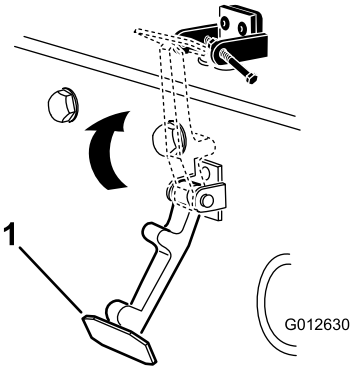

**Figur 9**
6. Sæt låsen fast på hjelmlåsebeslaget (Figur 9).